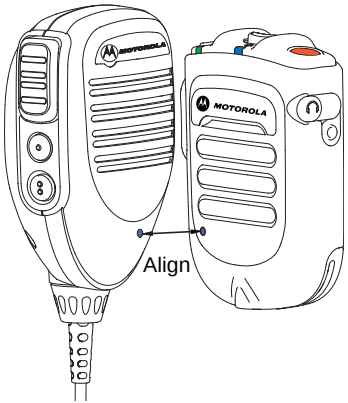

Figure 2.10: Pairing your WRSM
2. Place the blue dot (secure pairing spot) on the WRSM within one inch of the blue dot (secure pairing spot) on the Mobile Mic Gateway. Refer to Figure 2.10.